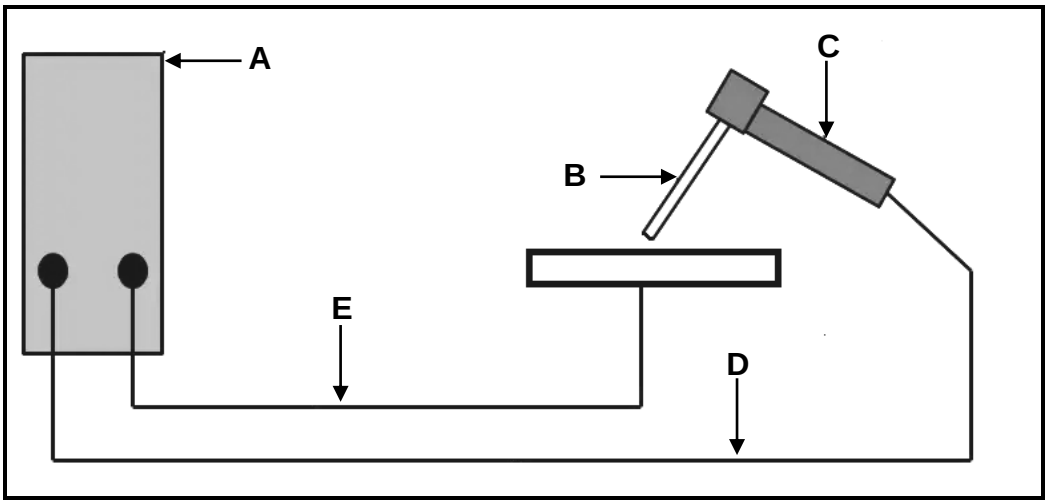

FIGUUR 6.3
6.3 FIGUUR 6.3 hieronder toon 'n boogsweisopset.